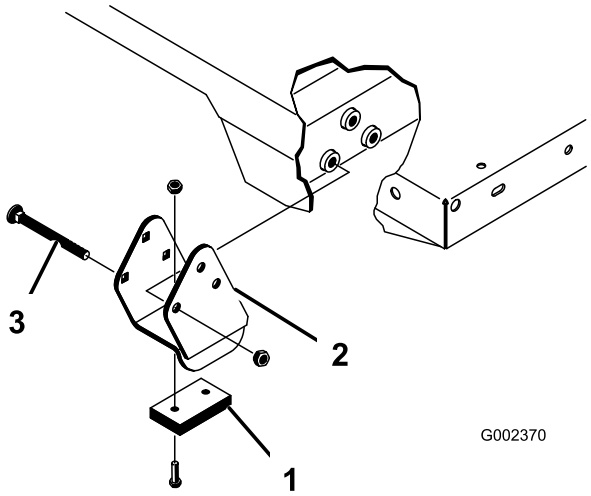

Figur 32
Merk: Påse at avstandsbrakettene og slitasjeblokkene (Figur 32) er montert med låsebolthodene plassert på innsiden av maskinen.
2. Sett planet forsiktig oppå kjøretøyets ramme. Hullene i den bakre hengselplaten skal være på linje med hullene i den bakre rammekanalen. Monter to splittpinner og ringstifter (Figur 32).
3. Sørg for at planet er senket, og fest så hver sylinderstangende til korresponderende slisse i planets monteringsplater med én splittpinne og én ringstift. Før inn splittpinnen fra utsiden av planet med ringstiften mot utsiden (Figur 32). De bakre slissene er for montering av fullt plan, og de fremre slissene er for montering av 2/3-plan.